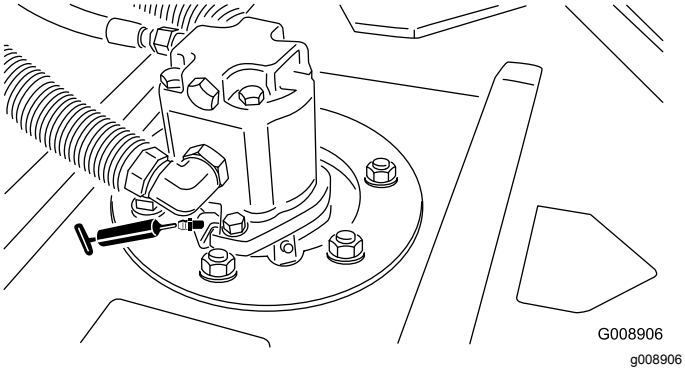

Figur 51
- Klippeenhedens spindelaksellejer (2 pr. klippeenhed) (Figur 51)